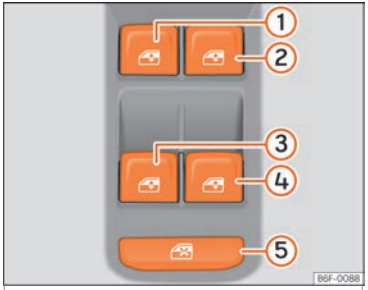

Fig. 127 Detalle de la puerta del conductor: mandos para las ventanillas.
Mediante el mando de seguridad ››› fig. 127 ⑤ de la puerta del conductor puede desactivar las teclas de los elevalunas de las puertas traseras.
Las teclas ››› fig. 127 ①, ②, ③ y ④ tienen dos posiciones para la apertura de las ventanillas y otras dos para el cierre. De este modo es más fácil controlar las operaciones de apertura y cierre.